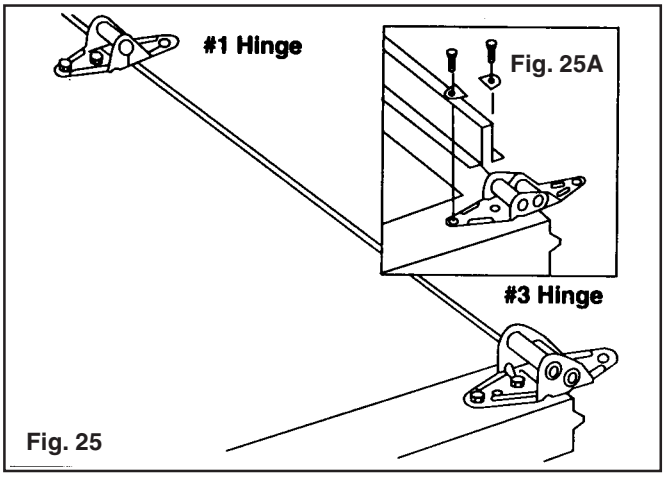

Fig. 25
**Step 9:** Place the third section on saw horses. Attach #3 hinges to the ends at the top edge and #1 hinges to all other stiles along the top edge. (FIG. 25)